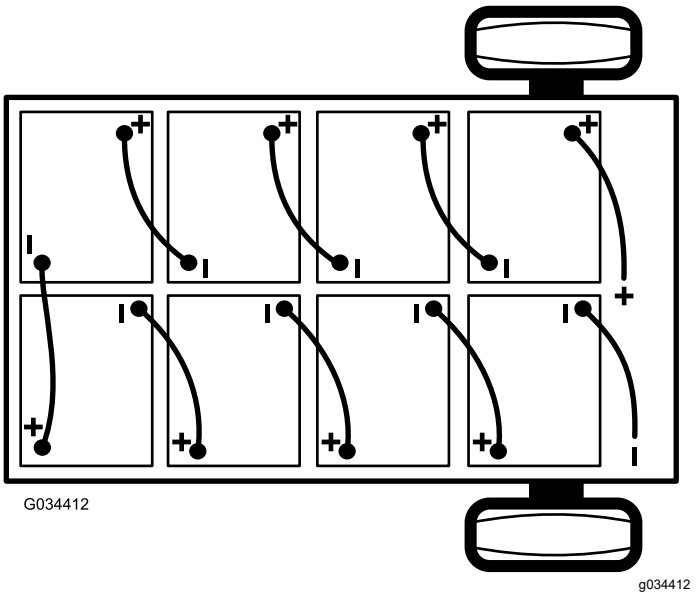

**Figuur 39**
2. Maak de zwarte hoofdkabel (-) los die de accugroep verbindt met het aardingspunt van de machine (Figuur 39).
3. Maak de rode hoofdkabel (+) los die de accugroep verbindt met de hoofdschakelaar van de machine (Figuur 39).
**Opmerking:** Let op de polariteit van de accu als u een nieuwe accu plaatst (Figuur 39).
6. Sluit de accu's op elkaar aan zoals in Figuur 39; gebruik hiervoor de accuverbindingskabels die u verwijderd hebt in stap 1.
2. Sluit de rode hoofdkabel (+) tussen de accugroep en de machine aan (Figuur 39).
3. Sluit de zwarte hoofdkabel (-) tussen de accugroep en de machine aan (Figuur 39).